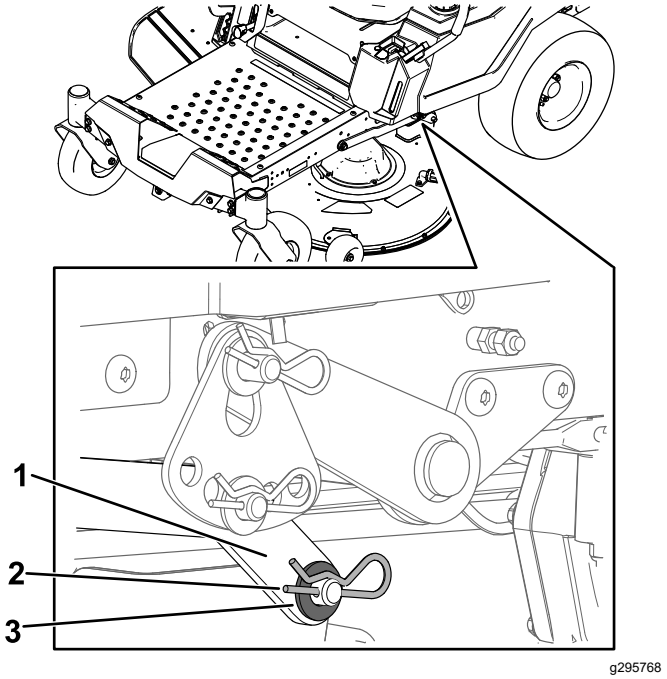

Figuur 77
7. Verwijder de ring en de R-pen van de maaidekpen aan 1 kant van de machine (Figuur 77).
8. Verwijder de hefarm van de maaidekpen (Figuur 77).
5. Til aan 1 kant van de machine de achterkant van het maaidek op en monteer de hefarm aan de maaidekpen (Figuur 77).
6. Monteer de hefarm met de ring en de R-pen (Figuur 77).